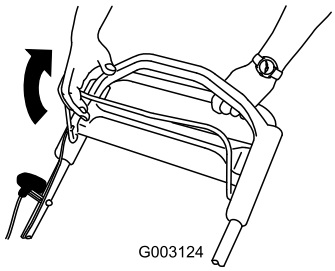

Figuur 16
2. Trek de bedieningsstang van het maaimes naar de handgreep toe (Figuur 16).